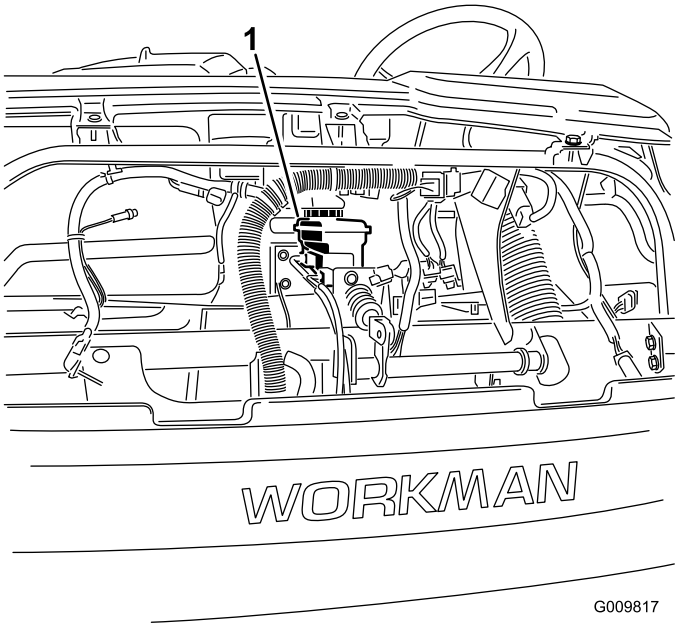

**Figur 22**
**Bemærk:** Du kan fjerne motorhjelmsadgangen til beholderen fra maskinens front (Figur 22).